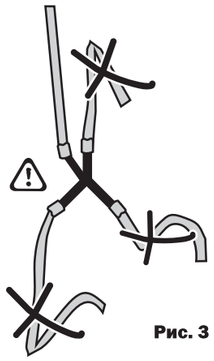

Рис. 3
насос работает, но вода не подается к капельницам.	Проверьте (все п.2, стр.5): - не засорился ли насос, - прочистить насос; - закреплен ли насос на дне бочки (на присосках). - не провис ли/ не переломались ли шланги см.рис.3. Выбрана ли слабина шланга **{14}**. - закреплен ли разветвитель **{9}** ниже дна бочки; - шланг индикатор **{3}** закреплен ли вертикально вверх; - высота от зеркала воды меньше 0,5 метра до верхнего перегиба шланга **{14}**.
- Шланги **{7}** (два шт., диаметр 9 мм) одеваются на оба нижних конца Разветвителя **{9}**, **плавно пускаются до земли** /⚠/ (закрепите их скобами **{16}**), и далее идут по земле, ктройникам капельниц и к растениям. **Недопускается провисов, перегибов, переламываний всех Шлангов {7}**, **{8}**, **{14}**./⚠/ **рис.3.** После сборки узла Шланги — Разветвитель, удалите лишнюю длину шланга **{14}**, **и тщательно закрепите Разветвитель {9}**/ ⚠ / шурупами к подставке {2.3} **на уровне: ниже уровня дня Бочки на 10 см.** /⚠/
Недопускается провисов, перегибов, переламываний всех Шлангов. /⚠ / (рис.3)